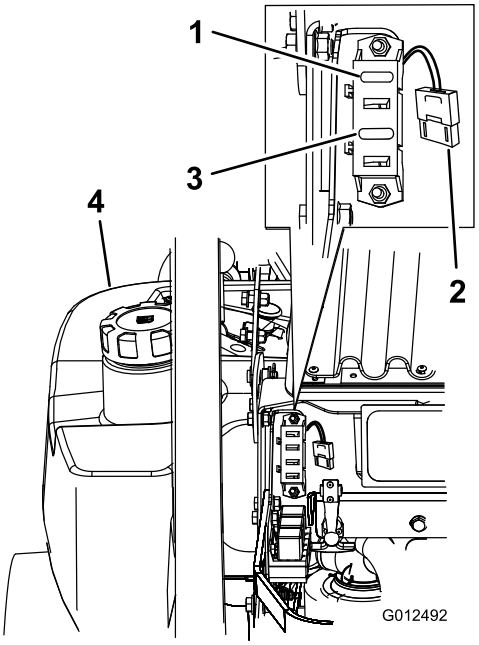

**Figuur 56**
1. Maak de motorkap open om toegang te krijgen tot de zekeringhouder (Figuur 56).
3. Monteer een nieuwe zekering (Figuur 56).